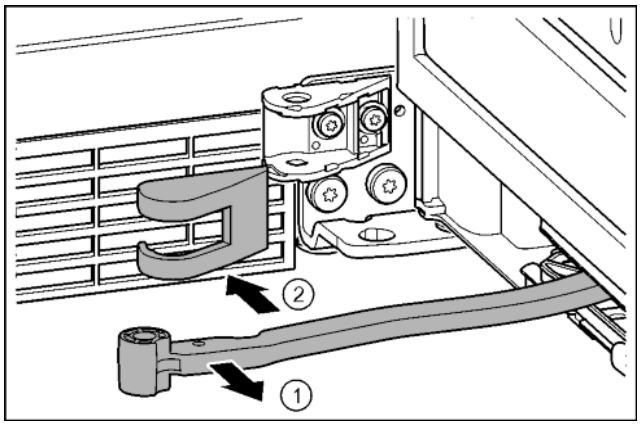

Fig. 18
▶ Turn the hinge in the direction of the door. *Fig. 18 (1)*
▶ Remove cover. *Fig. 18 (2)*